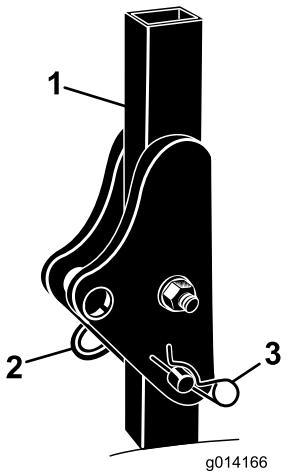

Figur 3
1. Ta bort hårnålssprintarna och de tapparna från störtbågen (Figur 3).
2. Fäll upp störtbågen till upprätt läge, sätt i de två tapparna och spärra dem med hårnålssprintarna (Figur 3).